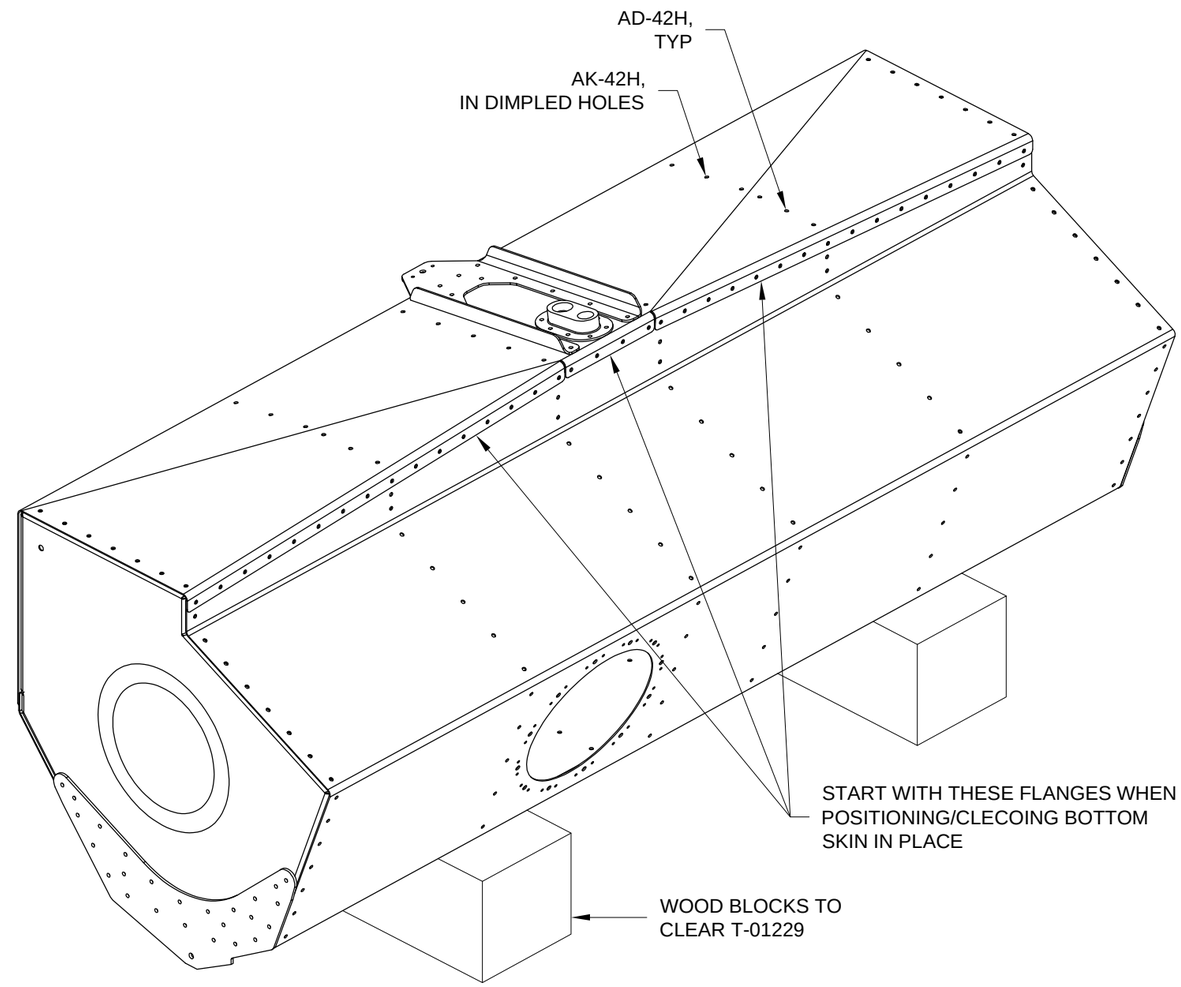

FIGURE 3: INSTALLING T-01221B BOTTOM SKIN
Step 6: With a helper, carefully place the bottom skin onto the inverted fuel tank while slightly prying the bottom skin open for clearance. As indicated in Figure 3, place and cleco the small flanges into place first, than wrap the skin around the tank.
Step 7: Cleco the rest of the bottom skin in place, then rivet using per the call-outs in Figure 3.